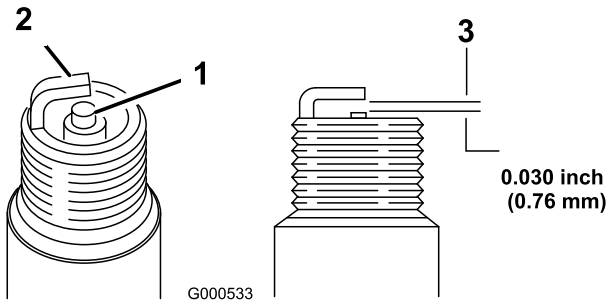

Figur 26
5. Indstil afstanden til tændrøret til 0,76 mm. Se Figur 26.